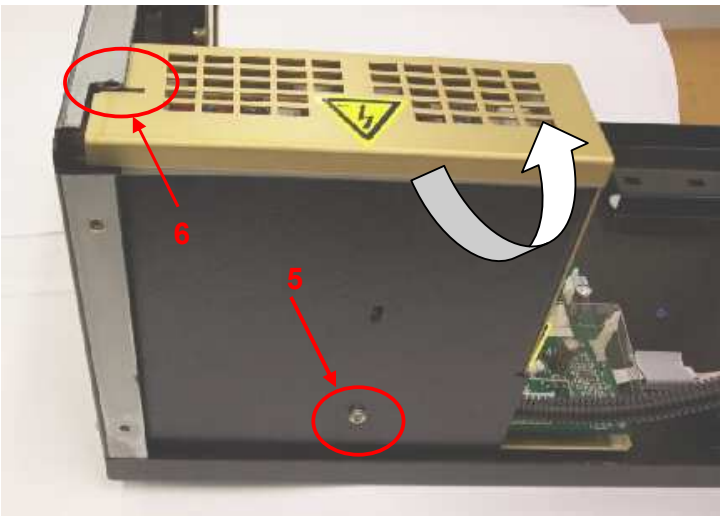
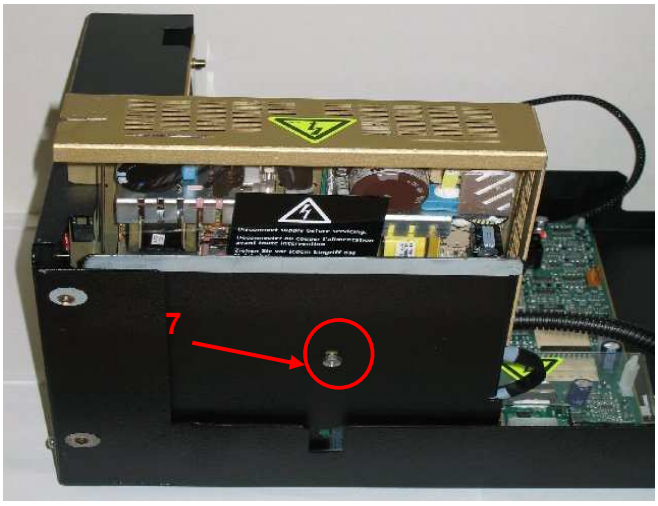

Figure 5: Power Module on the detector
Figure 6: Securing the Power Supply
8. Remove the single screw holding down the power supply module (**5**). This is located on the outer edge of the detector adjacent to the power supply module (*Figure 5*).
9. Disengage the safety cover (**6**) and slide the power supply module toward the front of the detector (*Figure 5*). At this stage the mains supply input cables are still connected. Place the power supply module in the service position as shown in *Figure 6* below, and fasten in this position using the screw (**7**) which originally held it in place.